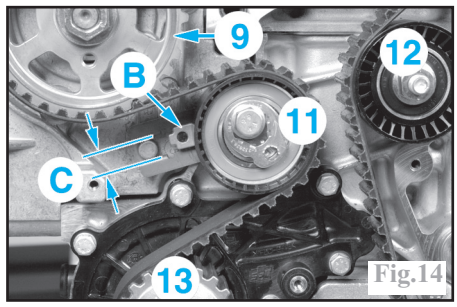

Fig.14
À l'aide d'une clé six pans, tourner le galet tendeur (11) vers la droite jusqu'à aligner l'index du galet (B) au milieu de la fourche symbolisée en (C) (Fig.14).